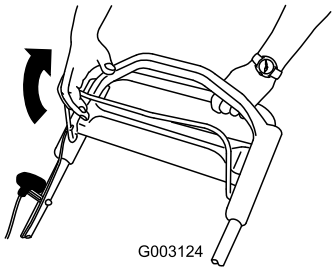

Figuur 15
1. Zet de bedieningsstang van het maaimes tegen de handgreep (Figuur 15).